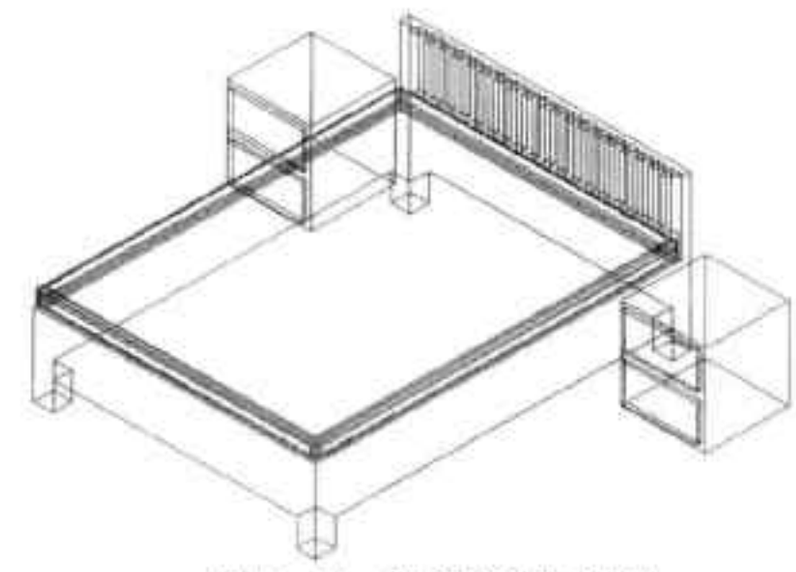

图14-71 镜像床头柜模型
Step18 对抽屉面板进行复制，然后执行“三维镜像”命令，对床头柜进行镜像复制，如图 14-71 所示。